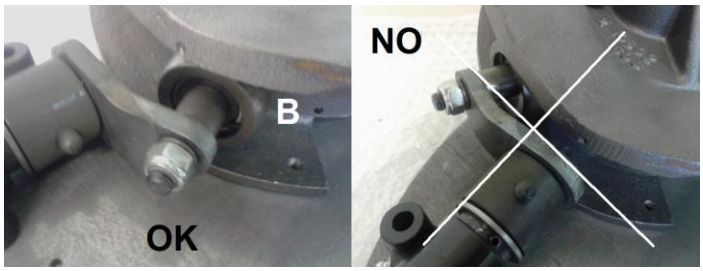

fig.2B
2. **Fig.2B** - Controllare che i rulli del rotore sinistro siano nella posizione **B** (ciascun rullo deve essere a valle del rispettivo porta denti e non a monte). Se è necessario invertire il posiziona-mento dei rulli seguire le istruzioni descritte più avanti.
2. **Fig.2B** - Verify that the rollers of the left rotor are in the position **B** (each roller must be downline of respective tine-holder and not upline). If it is necessary to reverse the positioning of rollers to follow the instructions described hereunder.